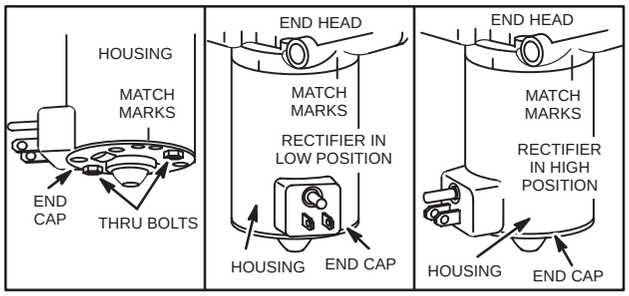

Fig. 669 – MATCH MARKS
NOTE: End head, end cap and housing must be placed in the same position as when removed, or interference may result, Fig. 669.
7. Align end cap and end head match marks correctly, Fig. 669.